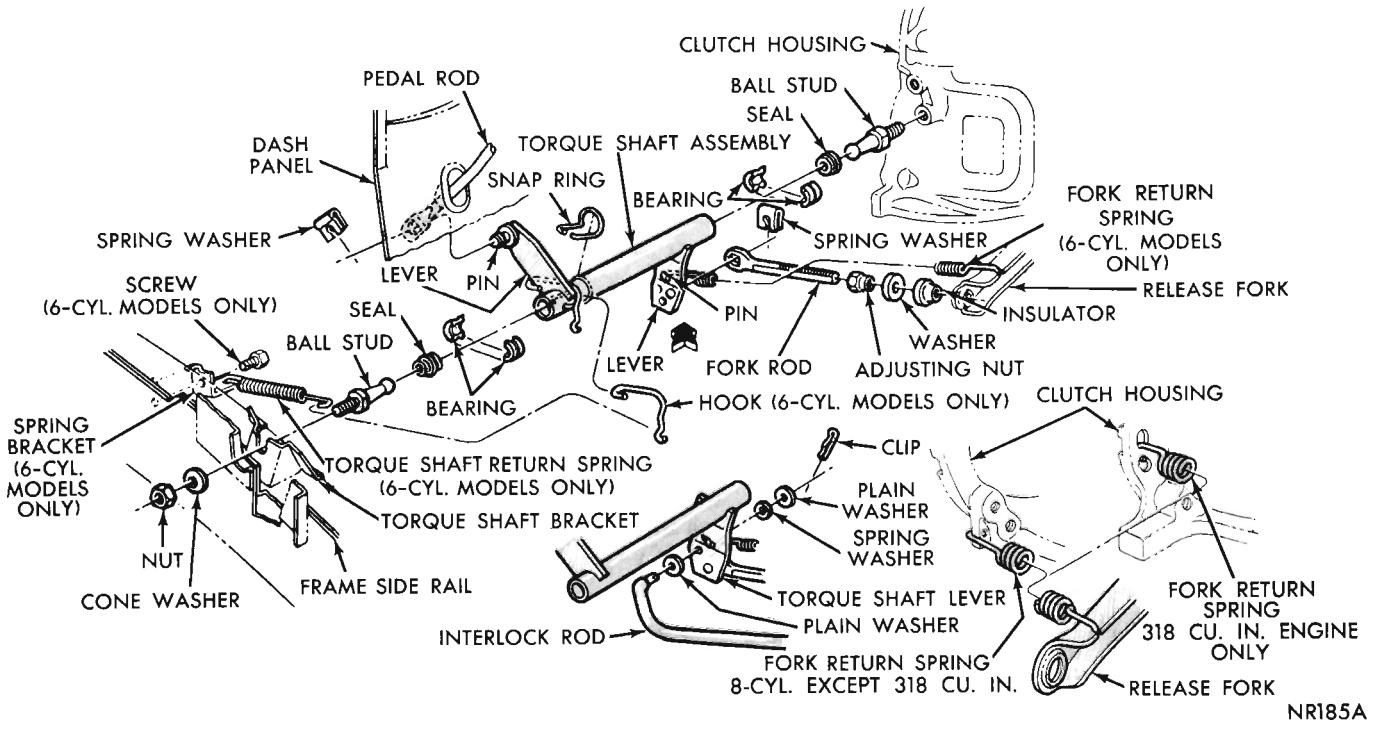

Fig. 10—Torque Shaft and Linkage (Satellite)
(4) On **Satellite 6-cylinder models,** detach outer torque shaft return spring from hook attached to torque shaft lever and spring bracket (Fig. 10). Remove hook.
(9) On **Satellite and Fury models,** unscrew ball stud from clutch housing (Fig. 10 or 11).
(10) Slide or lift frame end of torque shaft from torque shaft bracket, depending on type of bracket, and remove torque shaft assembly from vehicle.
(11) Disassemble torque shaft assembly by removing snap ring, ball studs, seals and bearings.